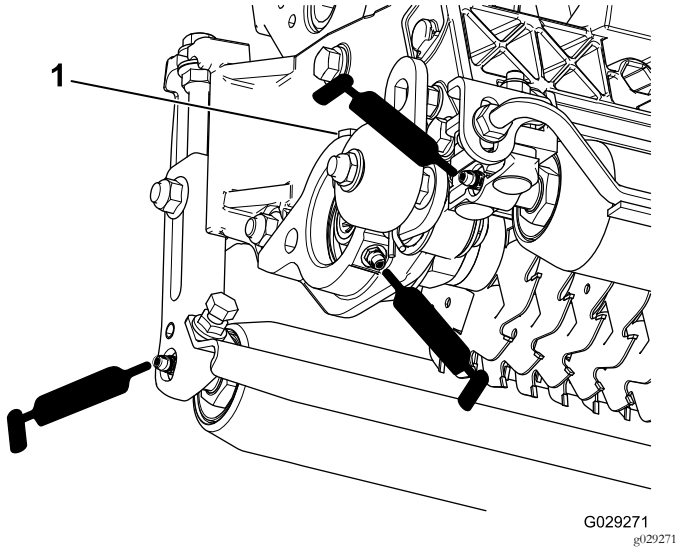

Figur 16
Varje vertikalklippare har fem smörjnipplar (Figur 16) som ska smörjas varje vecka med universalfett nr 2 på litiumbas.
2. Påför fett tills det rinner ut rent fett ur rullens tätningar och lagrets övertrycksventil (Figur 16).